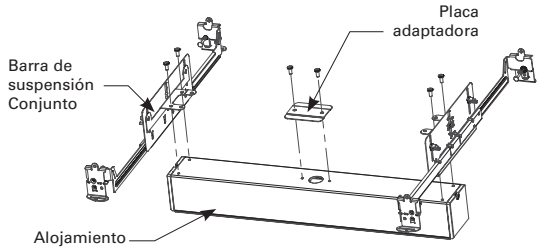

Figura 3
5. Coloque el alojamiento mediante el uso de las barras de suspensión. Las barras de suspensión se pueden extender hasta 25,5” y están diseñadas para clavarlas o atornillarlas a los pernos, engancharlas a la cuadrícula en forma de T de un techo suspendido o colgarlas de alambres. Si se necesita configurar las barras de suspensión en forma perpendicular a la luminaria, los soportes de estas se pueden adherir a los extremos de la luminaria con los tornillos provistos (Ver la figura 3).